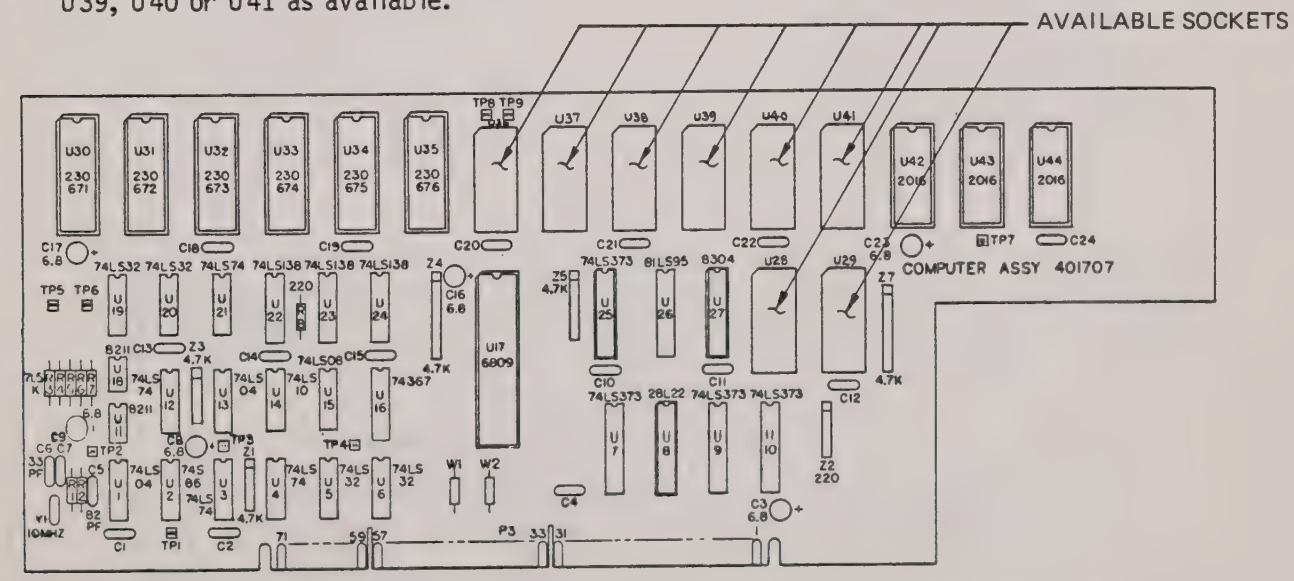

Figure 9.1 - 8080/8085 PROM Installation Sockets Available on CPU Assembly Board 401707 (PROM P/N 230680)
9.2.1.1 For Series 200 logic analyzers with CPU board Assembly P/N 401707, a PROM having P/N 230680 is provided with the 8080/8085 Adaptors/Disassembler (P/N 404297). (The CPU Assembly number is silkscreened on the component side of the PCB.) As shown in Figure 9.1, PROM 230680 may be installed into sockets U28, U29, U36, U37, U38, U39, U40 or U41 as available.